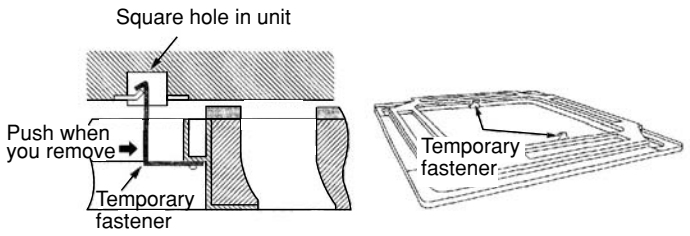
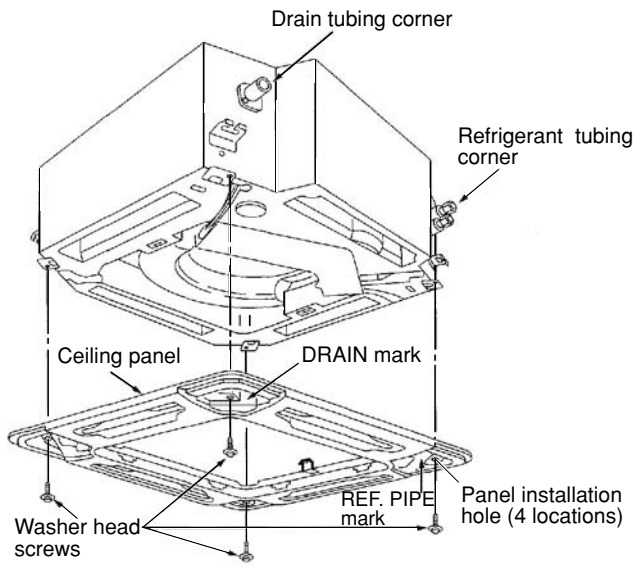
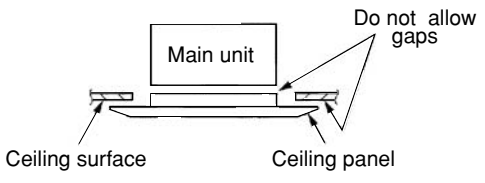

**Fig. 9-7**
**Fig. 9-8**
**Fig. 9-9**
(1) Insert the temporary fasteners (stainless steel) on the inside of the ceiling panel into the square holes on the unit to temporarily fasten the ceiling panel in place. (Fig. 9-7)
- To remove the ceiling panel, support the ceiling panel while pressing the temporary fasteners toward the outside. (Fig. 9-7)
(2) Align the panel installation holes and the unit screw holes.
(3) Tighten the supplied washer head screws at the 4 panel installation locations so that the panel is attached tightly to the unit. (Fig. 9-8)
(4) Check that the panel is attached tightly to the ceiling.
- At this time, make sure that there are no gaps between the unit and the ceiling panel, or between the ceiling panel and the ceiling surface. (Fig. 9-9)